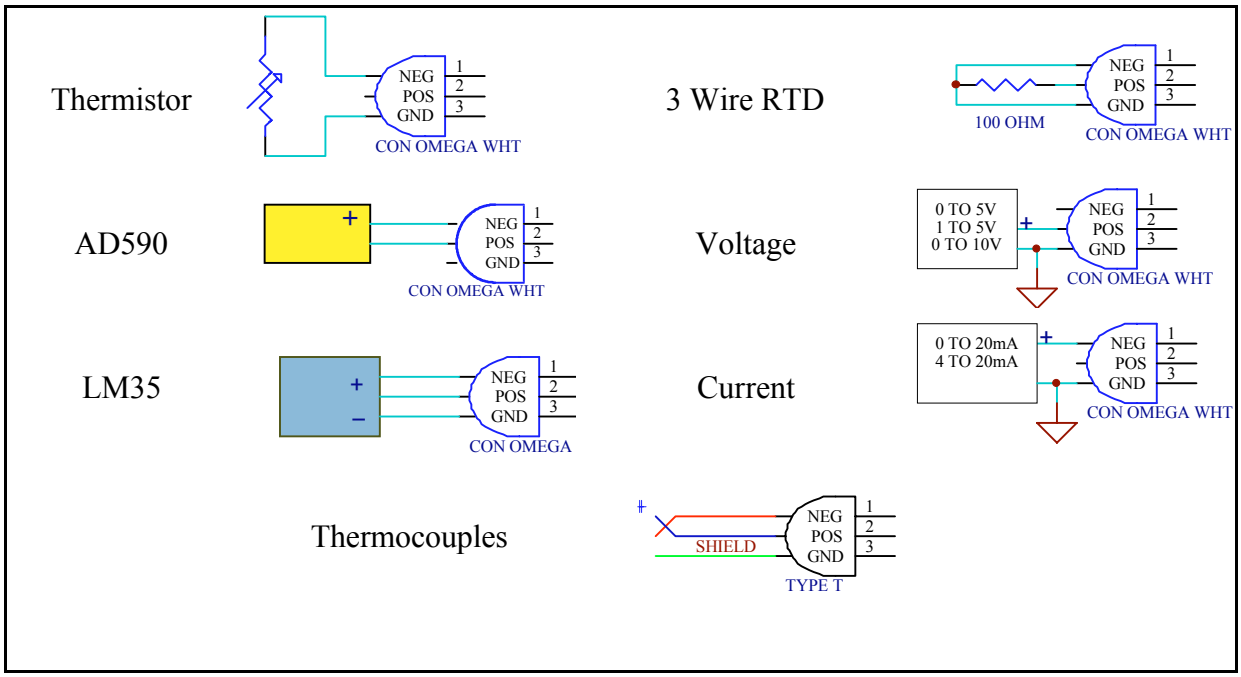

Figure 2.1
2. Check to be sure that the selected temperature sensor is wired correctly to the mating connector of the Series MTCA Thermoelectric Cooler Controller (See Chapter 2, Figure 2.1 under "Wiring the Sensor").
To verify proper operation of the temperature sensor, wire the sensor to the mating Sensor Interface Connector (See Figure 2.1) and plug it into the rear of the Series MTCA Thermoelectric Cooler Controller at the Sensor Interface input. **Without any connection to the TEC output terminals**, turn power on to the Series MTCA Thermoelectric Cooler Controller and check that the temperature is properly displayed in the units particular to the specific temperature sensor i.e. Kohms, °C, °F, etc. (Refer to Table 2.1 for units associated with specific sensors).